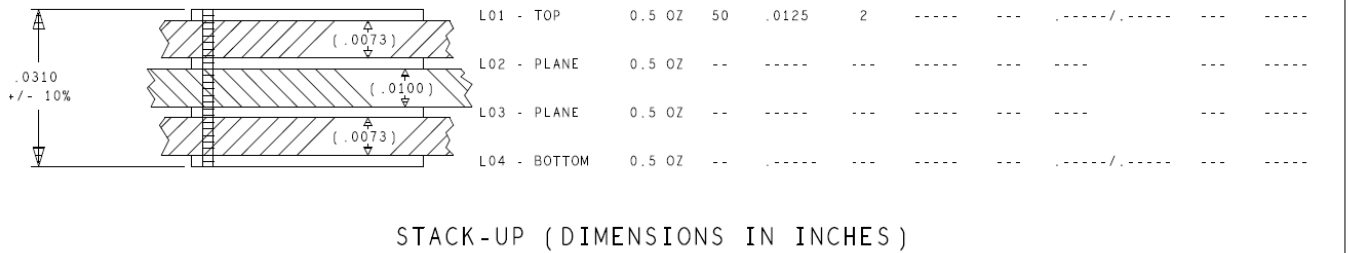

図 1 CYW20829 で使用される一般的なボードスタックアップ
- トレース幅が細いほど挿入損失が大きくなります。PCB 製造には、信頼性と再現性のために適切なトレース幅が必要です。マイクロストリップとグランド間の高さは、図 1 に示すスタックごとに維持して、50 Ω のインピーダンス制御を維持する必要があります。
このリファレンスデザインは、図 1 に示すスタックアップ 4 層 PCB を使用します。